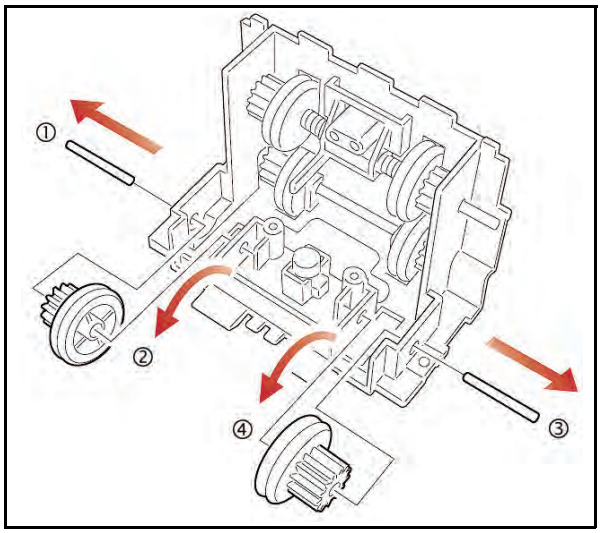

Figure 4-23 Short Shaft and Gear Removal
1. Pull the two (2) short gear shafts out and remove the two (2) drive gears they retained (See Figure 4-23 ① through ④).